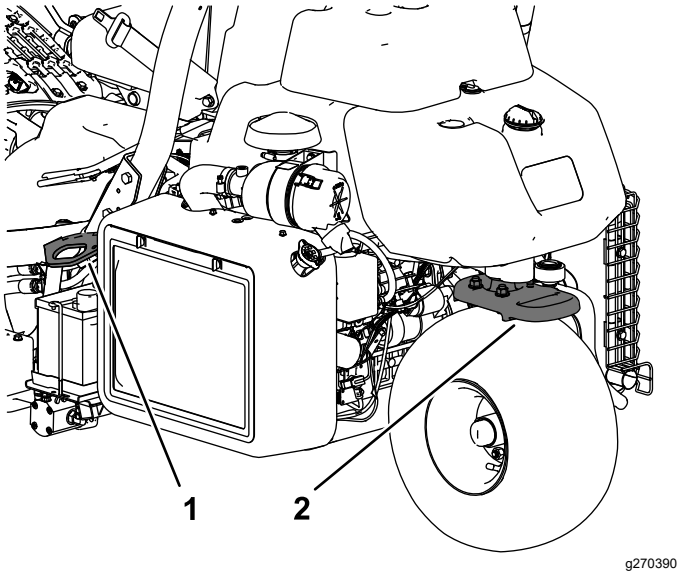

Figur 26
- Bind fast maskinen så att den sitter säkert med spännband, kedjor, vajrar eller rep. Både den främre och den bakre spännremmen ska riktas nedåt och ut från maskinen (Figur 26).